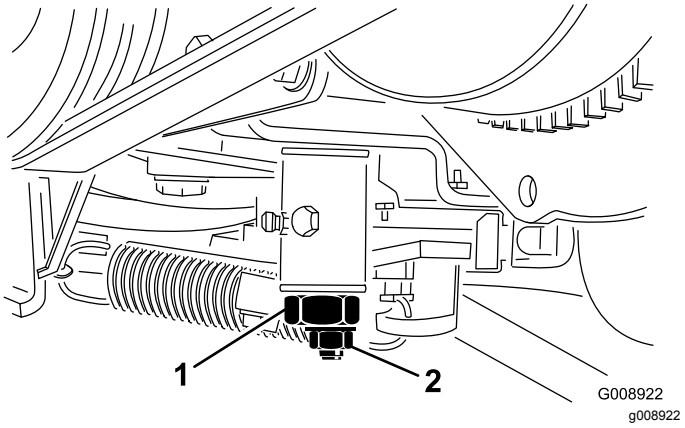

Rysunek 67
3. Poluzuj nakrętkę zabezpieczającą na mimośrodzie regulacji trakcji (Rysunek 67).